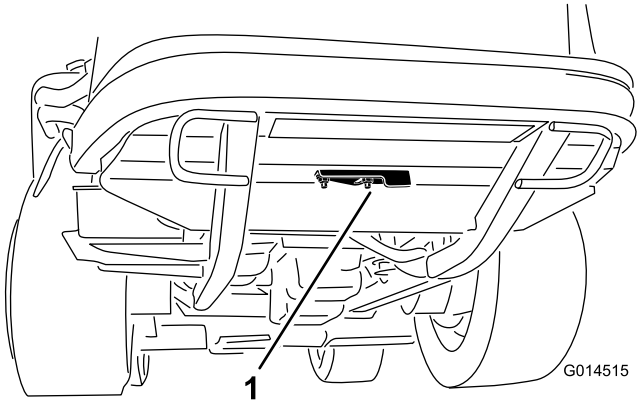

Figur 54
2. Løsn flangemøtrikken, der fastgør renseklappen på undersiden af bagrammen (Figur 54). Drej klappen til side for at få adgang til rensehullet i rammen.